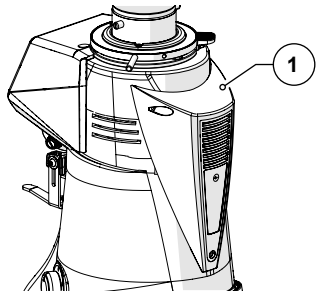

Рис. 3
- **Охлаждающий вентилятор (Рис. 3):** Только на кофемолках с дозатором моделей F64 EVO и F71 EK в задней части корпуса машины установлен охлаждающий вентилятор для предотвращения перегрева двигателя привода жерновов. Этот вентилятор включается с помощью электроники. Запуск активизируется по завершении связи между кофемолкой и программным обеспечением расчета массы.